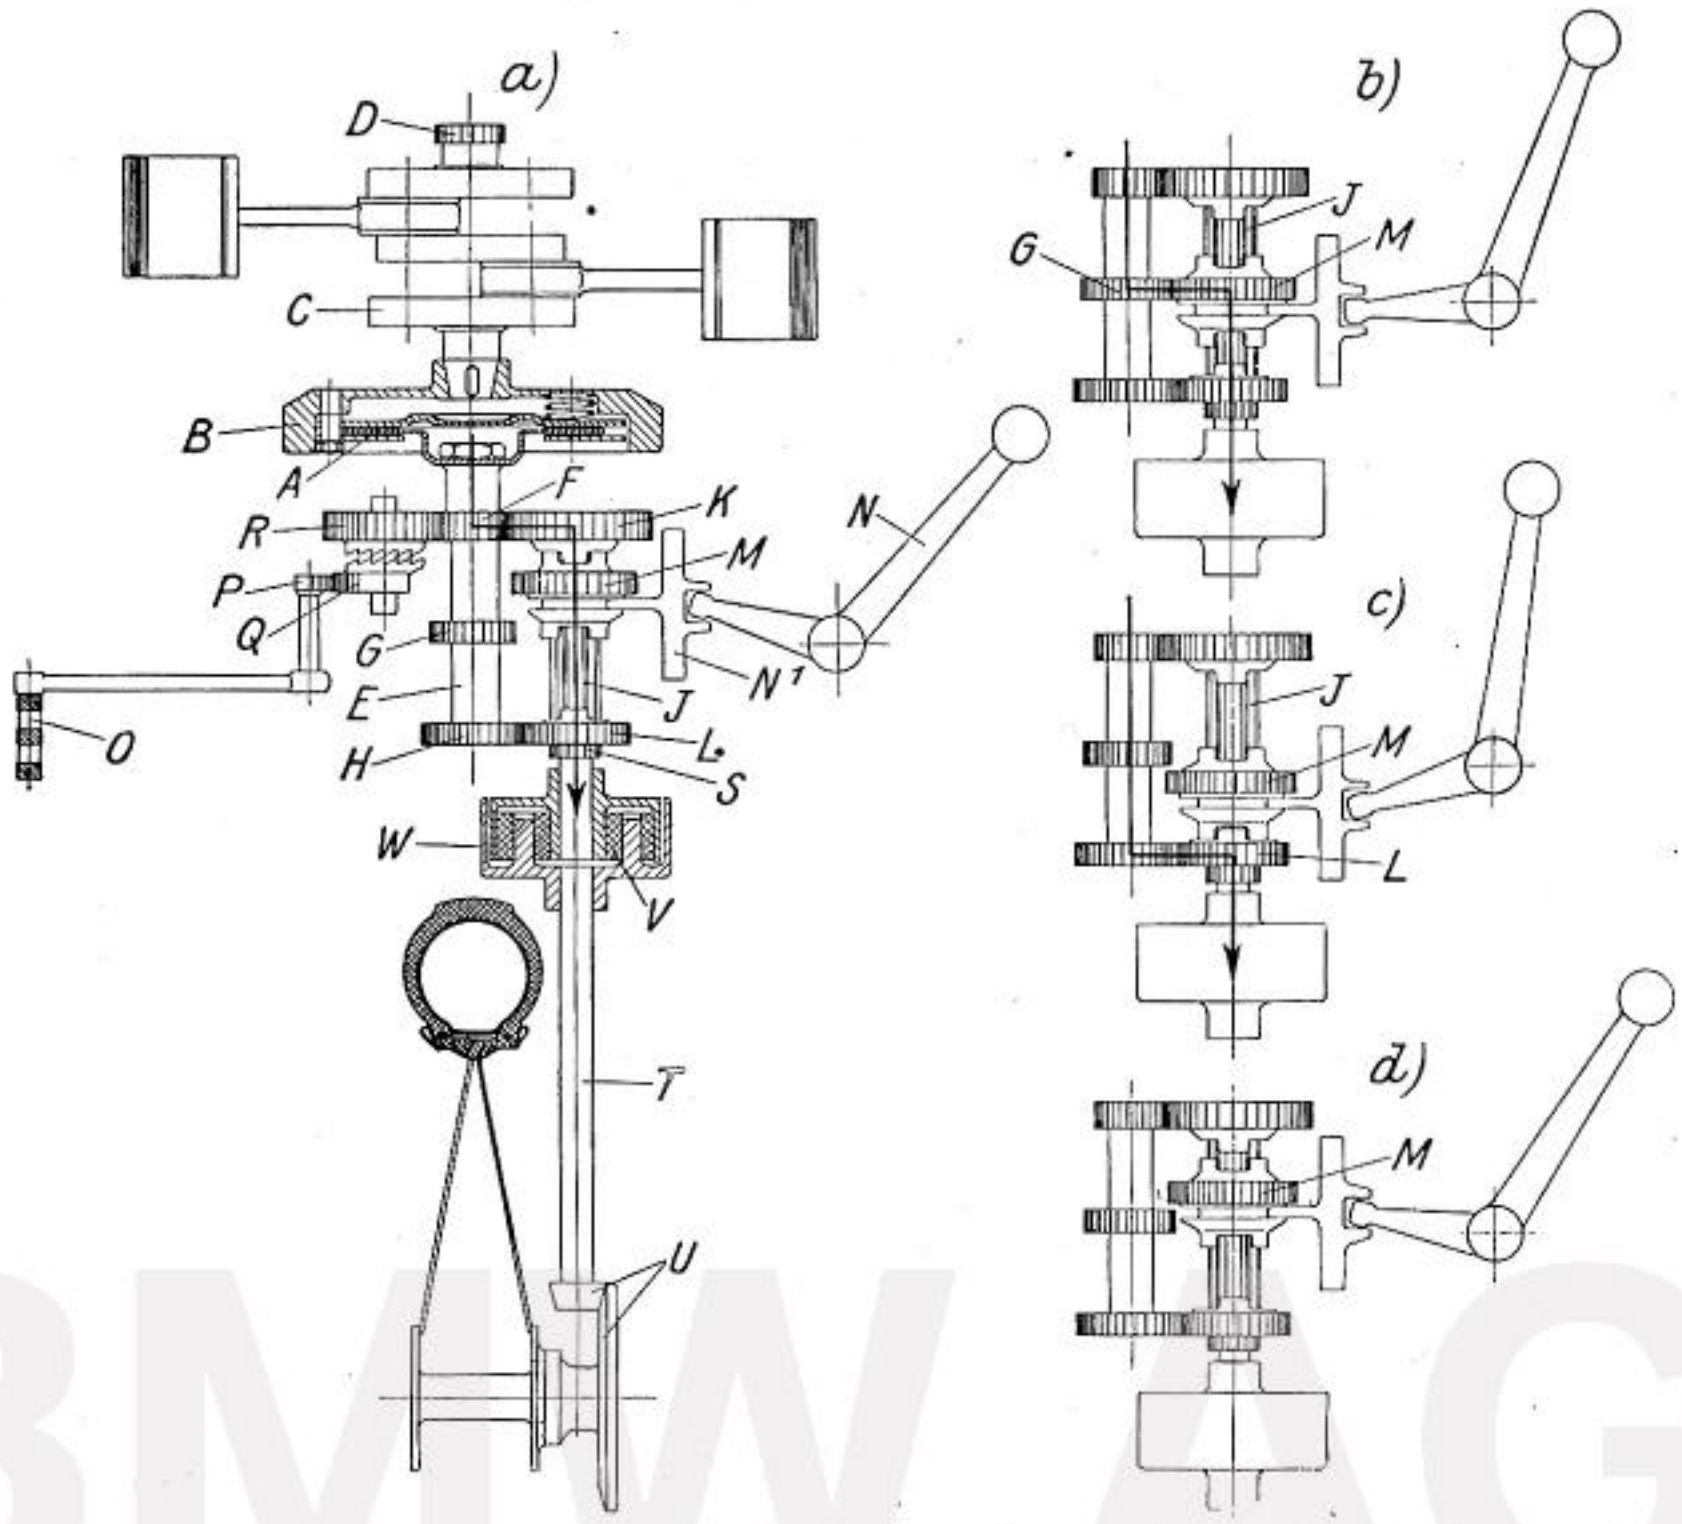

Abb. 18 Schematische Darstellung des Antriebes
11. Getriebe: Die vom Motor erzeugte Drehbewegung wird zunächst durch die Kupplung auf das Dreiganggetriebe übertragen, um von diesem unter entsprechender Herabsetzung der Geschwindigkeit an das Hinterrad abgegeben zu werden. In der Abbildung 18 ist die Wirkungsweise des BMW-Getriebes schematisch dargestellt. **A** bezeichnet die in das Schwungrad **B** eingebaute Kupplung und **C** die Kurbelwelle auf der noch das Zahnrad **D** für den Antrieb der Steuerung sitzt. Der Antrieb des Getriebes erfolgt durch die sich bei eingekuppeltem Motor sich ständig drehende Hauptwelle **E** und deren festsitzende Zahnräder **F**, **G** und **H**. Parallel zur Hauptwelle läuft die Vorgelege- oder Keilwelle **J**, deren lose drehbare Räder **K** und **L** ständig mit den Rädern **F** bzw. **H** kämmen, sich aber infolge ihrer verschiedenen Größen mit verschiedener Geschwindigkeit drehen. Auf der Vorgelegewelle sitzt ferner ein in der Keilbahn verschiebbares und nur mit der Welle zusammen drehbares Zahnrad **M**, welches auf seinen beiden Seiten mit Kupplungsklauen versehen ist, durch die es je nach seiner Verschiebung mittels Schalthebel **N** nach vorn oder hinten mit den Kupplungsklauen der Zahnräder **K** und **L** in Eingriff gebracht werden kann, so daß es von diesen sich durch die